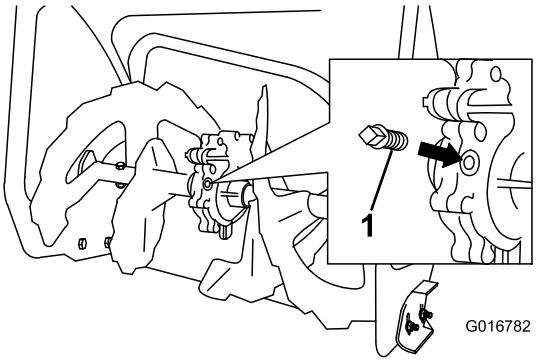

Рисунок 46
2. Очистите поверхность вокруг пробки редуктора (Рисунок 46).